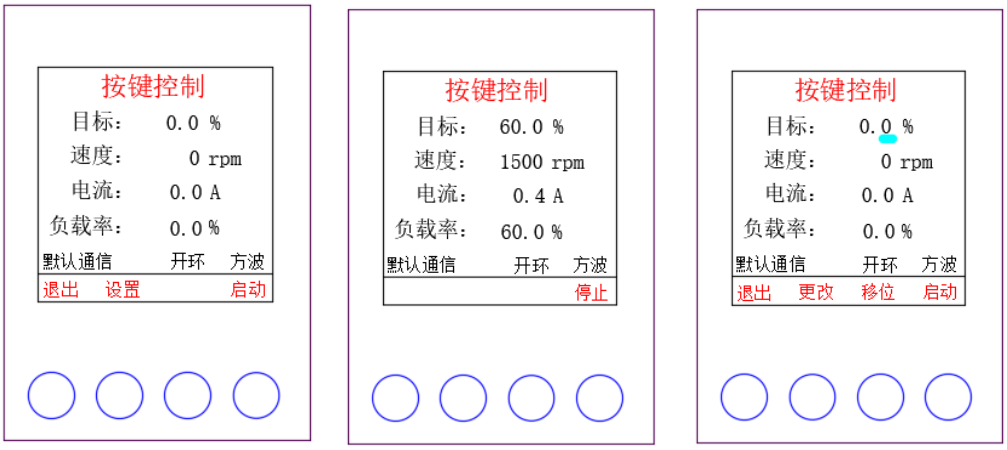

图 6.6 按键开环控制各界面
- 按液晶屏上的操作指引可启动电机运行、停止电机运行、设置目标。如**图 6.6**。